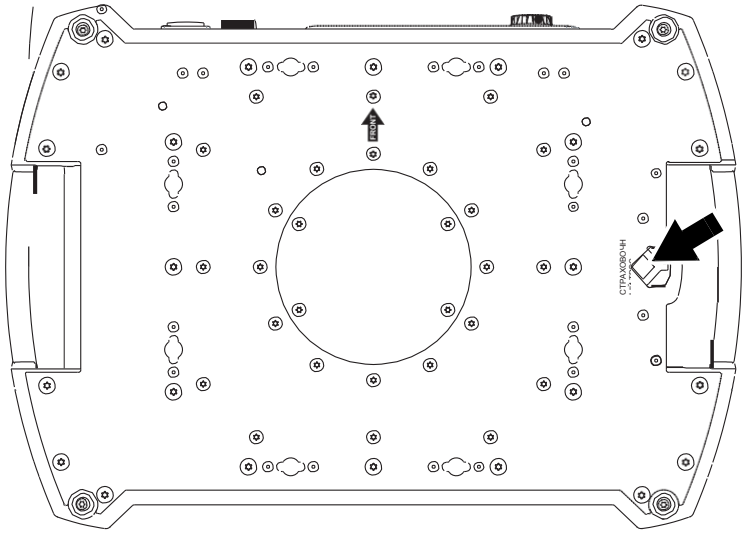

Рисунок 6: Точка крепления страховочного троса
6. См. Рисунок 6. Установить контровочную проволоку, одобренную в качестве страховочного крепления для соответствующего веса, продев ее в отверстие для страховочного крепления (отмечено стрелкой) в нижней части основания и обернув вокруг отверстия фиксации так, чтобы страховочное крепление удерживало устройство в случае отказа основного.